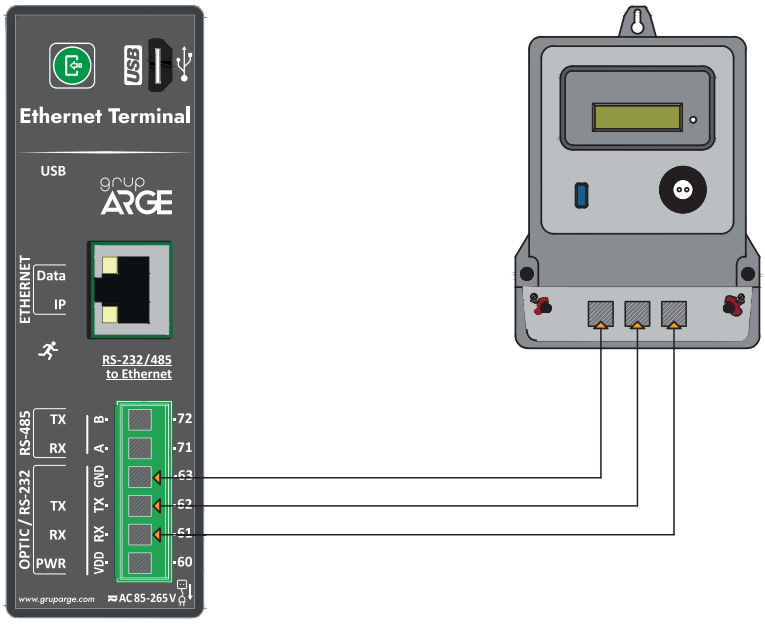

Figure 10
b. Electricity Meter /RS-232: See Figure 10